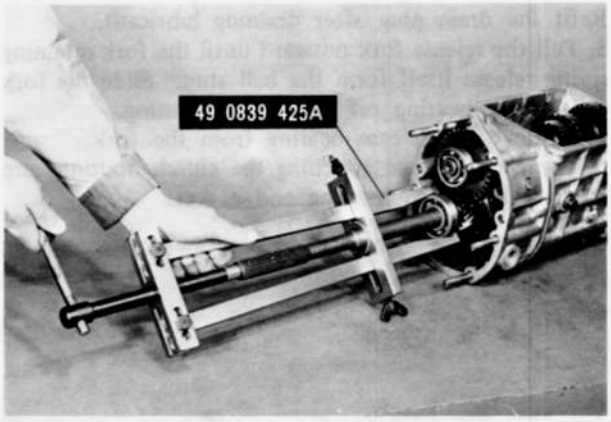

Fig. 7C–16 Removing main shaft rear bearing
18. Remove the snap ring from the rear end of the counter shaft. Using the **bearing puller** (49 0839 425A) shown in Fig. 7C–17, remove the counter shaft rear bearing together with the counter fifth gear from the rear of the counter shaft.